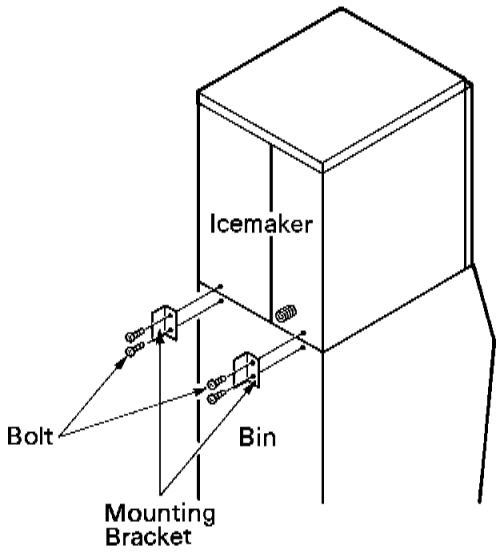

Fig. 2
4) Secure the icemaker to the Storage Bin, by using the two mounting brackets and the four bolts provided. See Fig. 2.